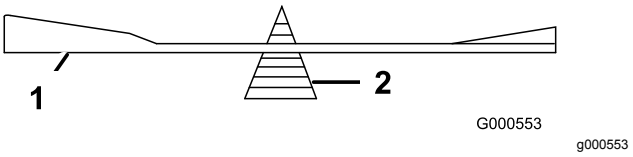

**Figur 59**
2. Kontrollera knivens balans med hjälp av en knivbalanserare (Figur 59).